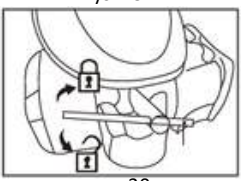

rys. 30
2. Poluzuj świecę, odkręcając ją w kierunku przeciwnym do ruchu wskazówek zegara za pomocą klucza do świec (33), a następnie ostrożnie ją wyjmij (rys. 30).